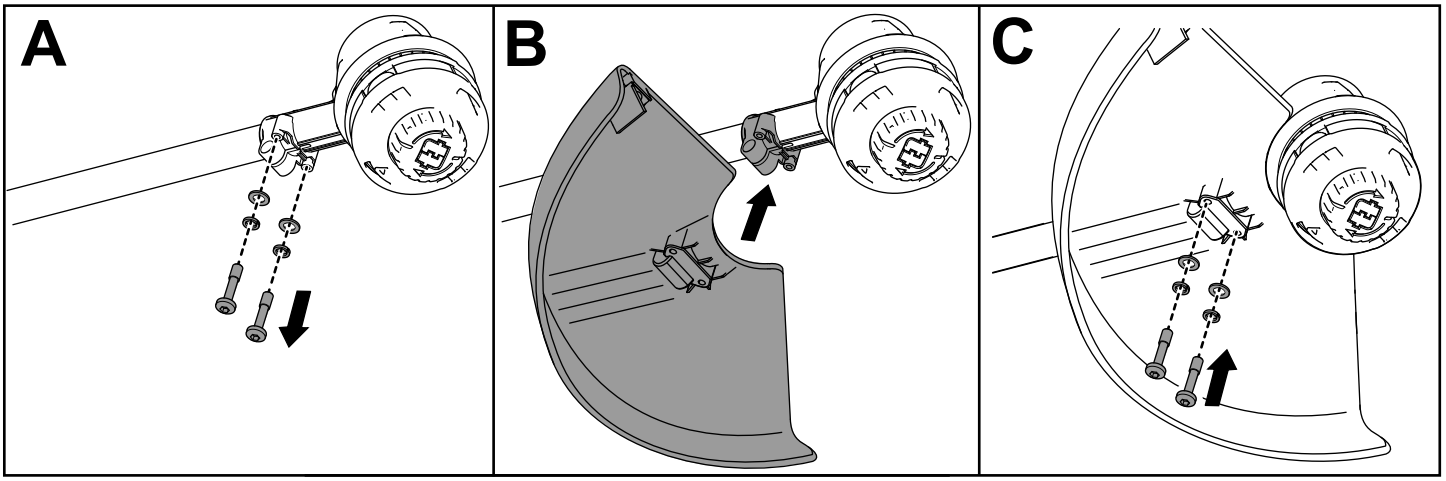

Figur 3
1. Använd den medföljande insexnyckeln och ta bort de två insexskruvarna, två brickorna och två distansbrickorna från trimmerbasen (A i Figur 3).
2. Rikta in skyddet mot trimmerbasen (B i Figur 3).